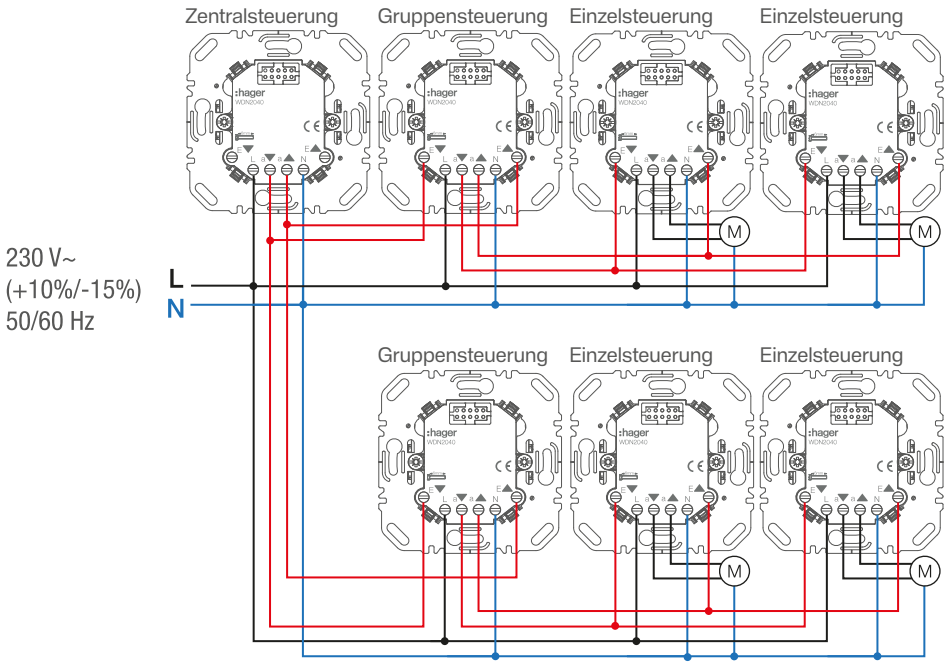

Bild 6: Zentralsteuerung und Gruppensteuerung
- Zentralsteuerung und Gruppensteuerung gemäß Anschlussbild (Bild 6) anschließen.
- Zentralsteuerung an mehreren FI-Schutzschaltern gemäß Anschlussbild (Bild 6) anschließen.